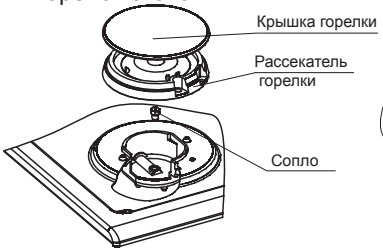

рис. 16
21.1. Проведение замены сопла при ремонте, а также при переводе на другой тип газа (рис.16, 17, 18)